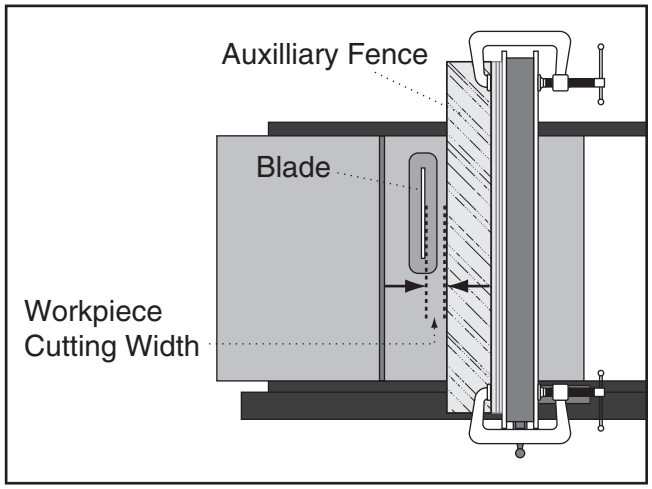

Figure 91. Adjusting ripping distance between blade and auxiliary fence.
1. Place the auxiliary fence on the table and clamp it to the fence at both ends, then adjust the distance between the auxiliary fence and the blade—this determines how wide the workpiece will be ripped (see **Figure 91**).